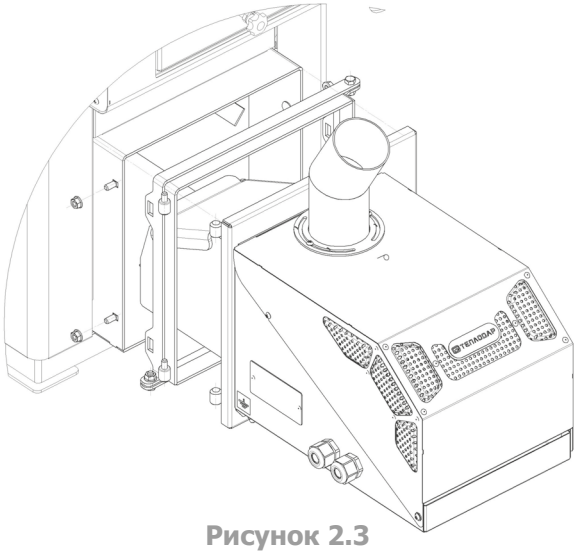

Рисунок 2.3
3. Установить переходной кронштейн крепления горелочного устройства и зафиксировать его гайками Рис.2.3.